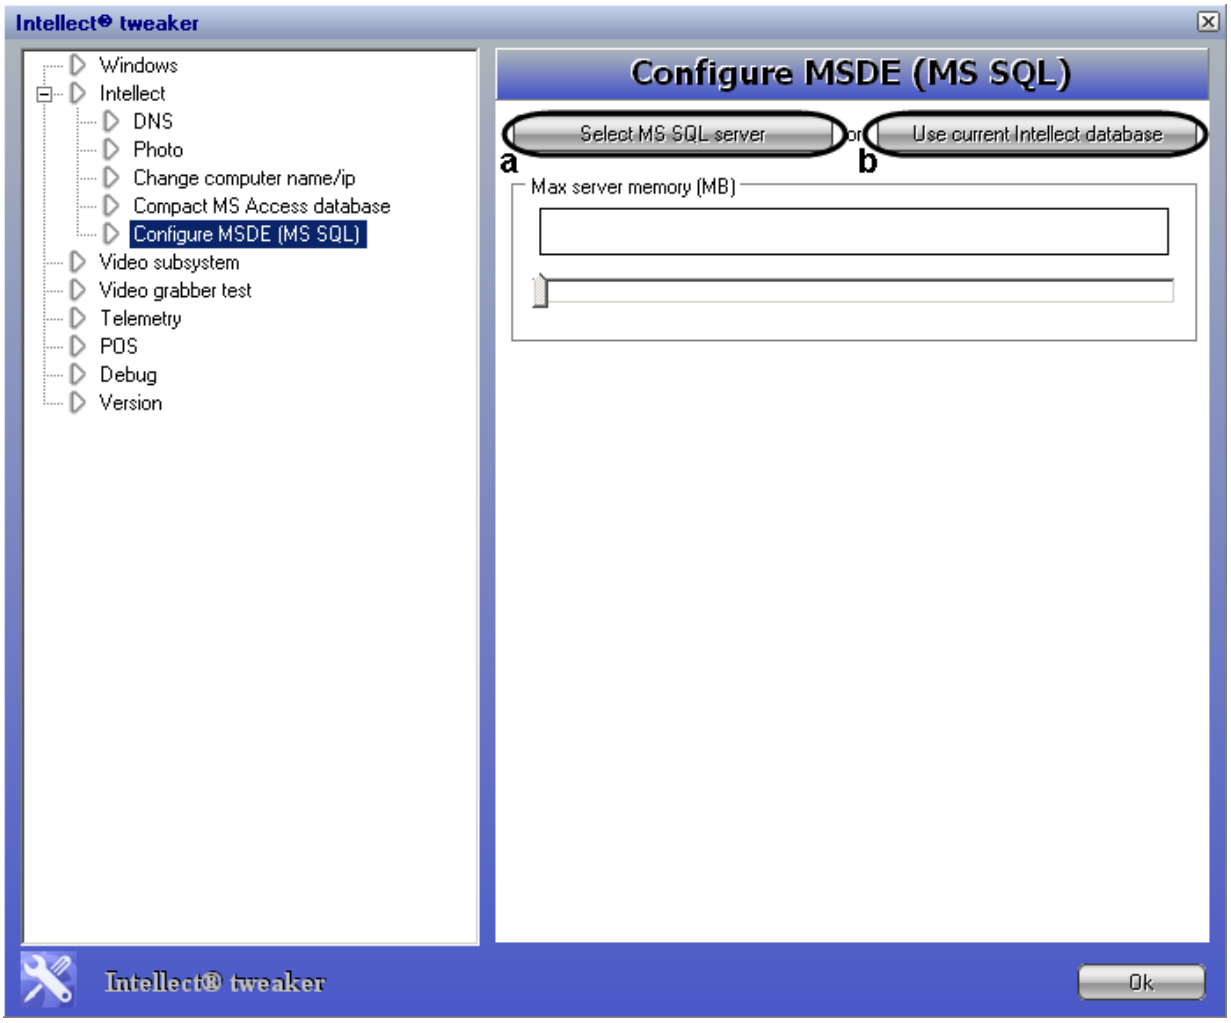

Figure 12.3-22. Click one of the buttons to select the database
c. Select the Configure MSDE (MS SQL) node in the tree on the left side of the utility dialog box (Figure 12.3-22, 1).
d. Select the MS SQL database to limit the allocated RAM by doing one of the following (Figure 12.3-22, 2):